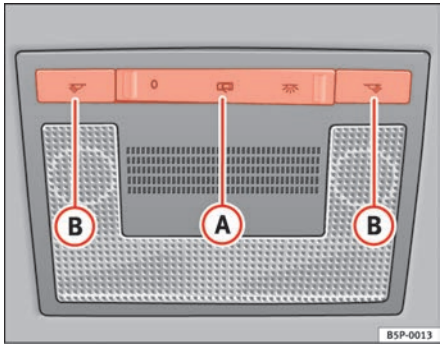

Fig. 79 Interior roof trim: front interior lights
The switch ⇒ fig. 79 (A) is used to select the following positions:
Push the switch to position O ⇒ page 120, fig. 79.